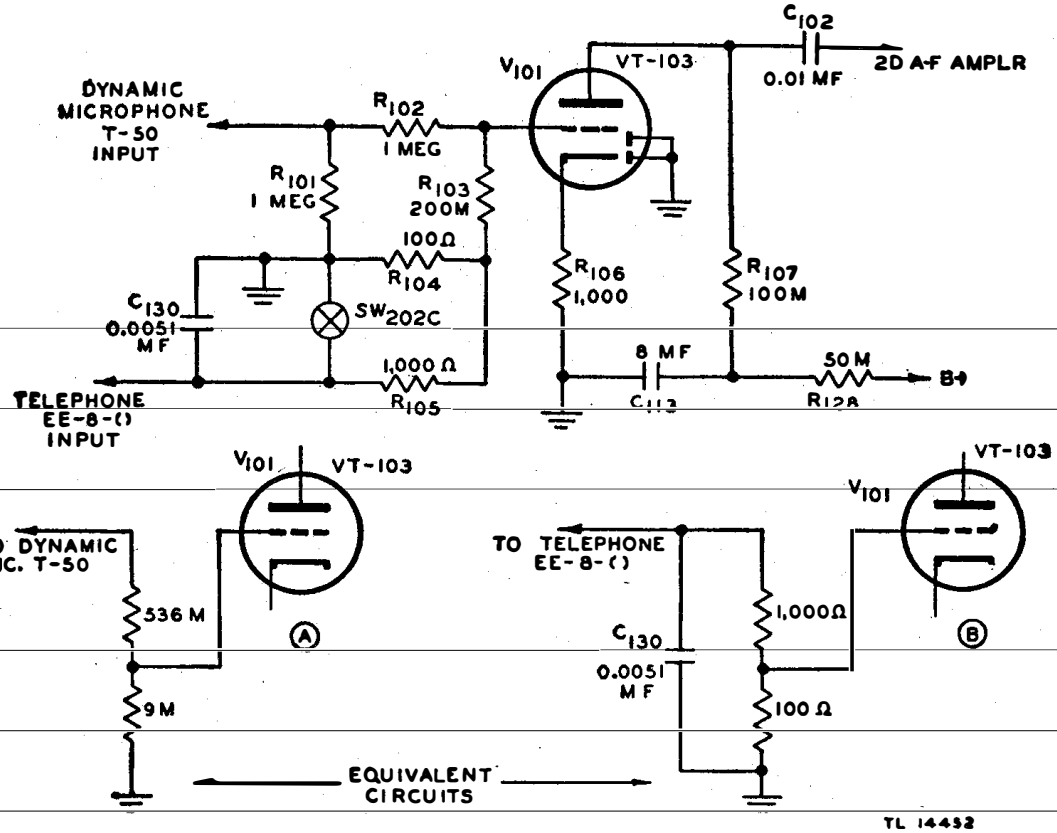

Figure 78. First a-f amplifier stage—functional diagram.
144. First A-F Amplifier (fig. 78)
Tube V_{101} (Tube JAN-6SQ7 (VT-103)) is connected as a triode in a Class A resistance-coupled amplifier stage. Its purpose is to amplify the output of dynamic Microphone T-50 or remote Telephone EE-8-( ). The tube is self-biased as a result of the d-c voltage drop across the cathode-bias resistor R_{106}. Plate voltage is furnished by the power supply in the speech amplifier, and is applied to the plate of tube V_{101} through a decoupling resistor R_{128} and plate-load resistor R_{107}. Capacitor C_{113} is the a-f bypass capacitor for decoupling resistor R_{128}. The filter, consisting of resistor R_{128} and capacitor C_{113}, prevents feedback from succeeding stages because of coupling through the common impedance of the power supply. The network in the grid circuit, consisting of resistors R_{101}, R_{102}, R_{103}, R_{104}, and R_{105}, is designed to properly match the impedance of either dynamic Microphone T-50 or a telephone line, the far end of which is connected to a field Telephone EE-8-( ). Microphone T-50 requires high-impedance input; Telephone EE-8-( ) requires a low-impedance input. In addition to matching impedance, the network also provides the correct attenuation of the input a-f voltage when using Microphone T-50 or field Telephone EE-8-( ). This is a necessary function because the output voltage levels of Microphone T-50 and Telephone EE-8-( ) differ considerably. Solution of the resistance network, consisting of resistors R_{101}, R_{102}, R_{103}, R_{104}, and R_{105}, yields the equivalent circuits shown in figure 78(A) and (B). Figure 78(A) is an equivalent circuit of the 1st a-f amplifier stage when using Microphone T-50; figure 78(B) is an equivalent circuit when using remote Telephone EE-8-( ). In either case, the a-f voltage applied to the grid of tube V_{101} is, in effect, obtained from a tap on a voltage divider. When using Microphone T-5C, the microphone output voltage is attenuated approximately 15 decibels; when using remote Telephone EE-8-( ), the degree of attenuation is approximately 20 decibels. Capacitor C_{130} is an r-f bypass capacitor to prevent high-frequency interference from affecting the amplifier when the input is connected to a telephone line. The output voltage of tube V_{101} is developed across resistor R_{107} and is applied to the grid of the second a-f amplifier through audio-coupling capacitors C_{102} and C_{119}.